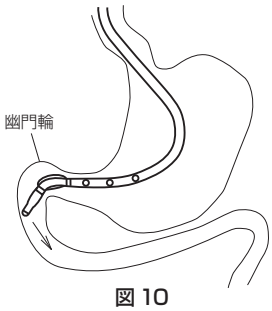

図 10
12. 本品の先端部が幽門輪を通過したら、ブルーキャップを緩め、ガイドワイヤーを少しずつ抜き、十二指腸下行脚から上行脚へチューブを押し進める（**図10**）。